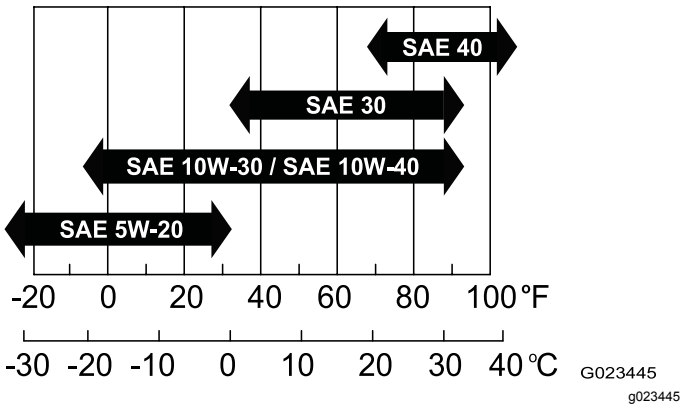

Figuur 37
- **Viscositeit:** SAE 30; raadpleeg de volgende tabel voor andere viscositeitsgraden (Figuur 37):